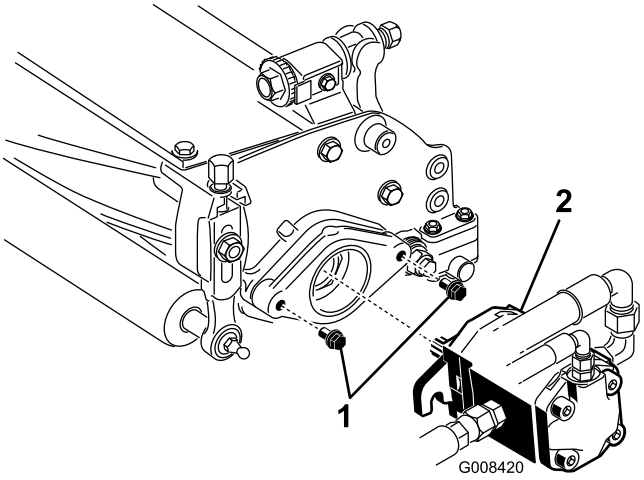

**Figur 11**
7. Kontrollera att cirka 13 mm av gängorna syns på alla fästskruvar till cylinderdrivmotorn (Figur 11).
8. Täck den räfflade delen på motorns axel med rent fett, och installera motorn genom att rotera den medsols så att motorflänsarna går fria från bultarna. Vrid motorn motsols tills flänsarna omringar tapparna (Figur 11).
9. Dra åt fästskruvarna (Figur 11).